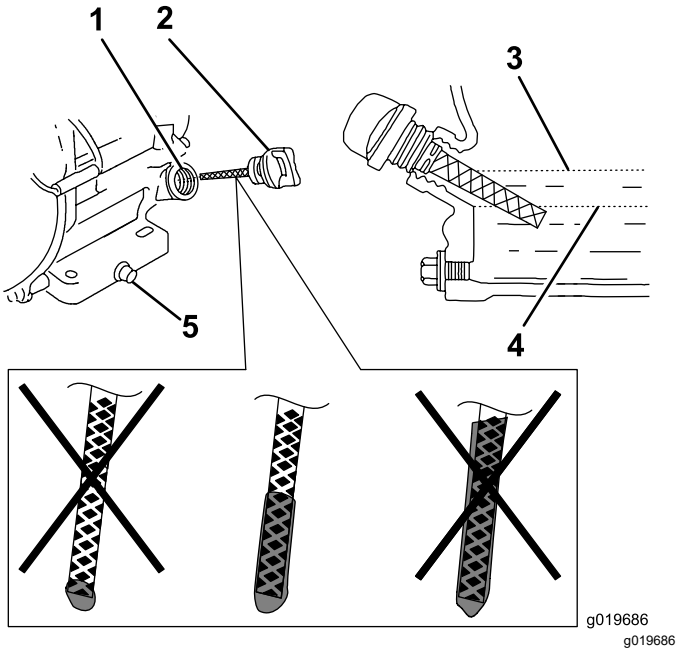

Figure 16
6. Ressortez la jauge et vérifiez le niveau d'huile moteur (Figure 16).